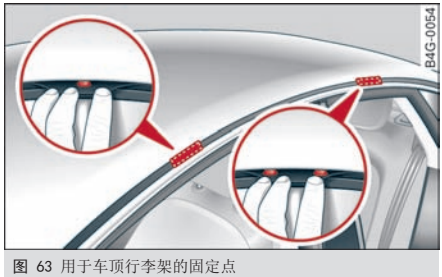

图 63 用于车顶行李架的固定点
– 在安装行李架时请注意，它们只能安装在车顶上的规定位置 ⇨ *图 63*。